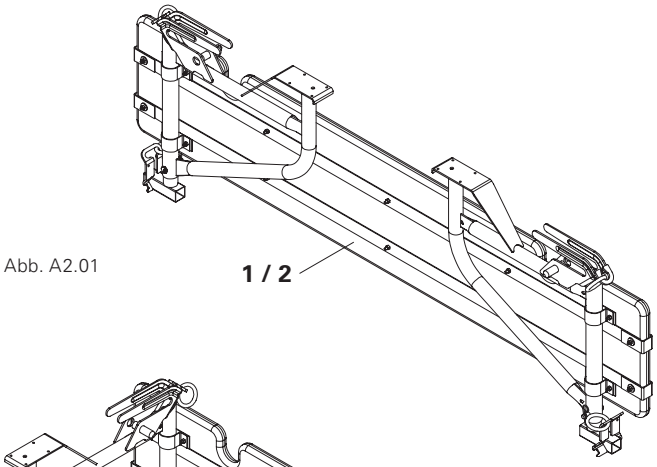

Abb. A2.01
1. Bühne (**1 / 2**) durch zwei Personen nach vorne umlegen. (Abb. A2.01)